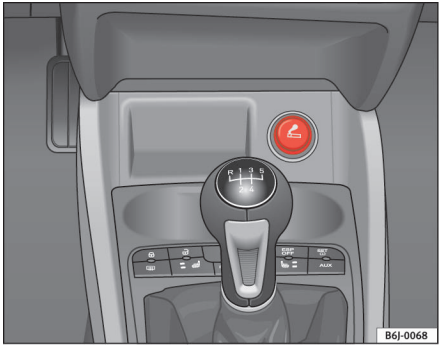

Fig. 80 Lighter
– Tryk på lighteren ⇒ fig. 80 for at tænde den ⇒ ⚠.